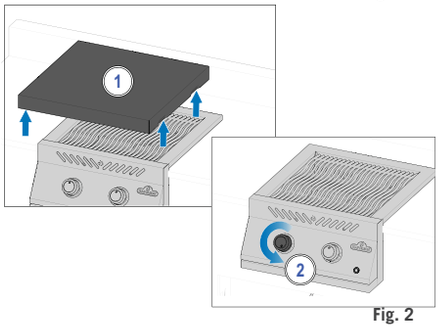

Fig. 2
4. Le brûleur ne s'allume pas - tourner le bouton de commande du brûleur dans le sens des aiguilles d'une montre jusqu'à ce que la position OFF. Attendre 5 minutes. Répétez l'étape 2 et 3. (Fig. 2)